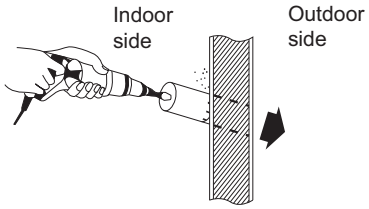

Fig. 2-203
(4) Using a sabre saw, key hole saw or hole-cutting drill attachment, cut a hole in the wall. (Fig. 2-203)